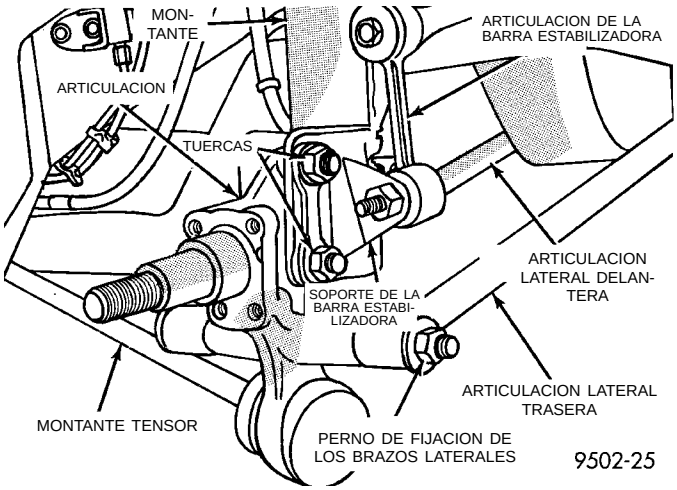

Fig. 17 Pernos de instalación de la articulación al montante y al brazo lateral
(Fig. 17). Después retire el perno de fijación de las articulaciones laterales a la articulación (Fig. 17).
(11) Retire ambos pernos de fijación de la articulación trasera al soporte de la horquilla del conjunto del montante (Fig. 17). Si el vehículo tiene instalada barra estabilizadora trasera, retire también el soporte de instalación de la articulación de la barra estabilizadora al montante (Fig. 17).
(12) Retire el conjunto de la articulación del montante, deslizando la articulación en línea recta para extraerla del soporte de la horquilla del conjunto del montante. Después retire la articulación del montante tensor.
(2) Instale los pernos y tuercas de fijación del soporte de la horquilla del conjunto del montante a la articulación (Fig. 17). Apriete los pernos de fijación con una torsión de 95 N·m (70 lbs. pie).
(3) Instale el perno de fijación, las arandelas y la tuerca de los brazos laterales a la articulación como muestra la (Fig. 17). **No apriete en este momento el perno de articulación lateral. Para apretar los pernos de articulación lateral, el vehículo debe estar a altura de contén.**